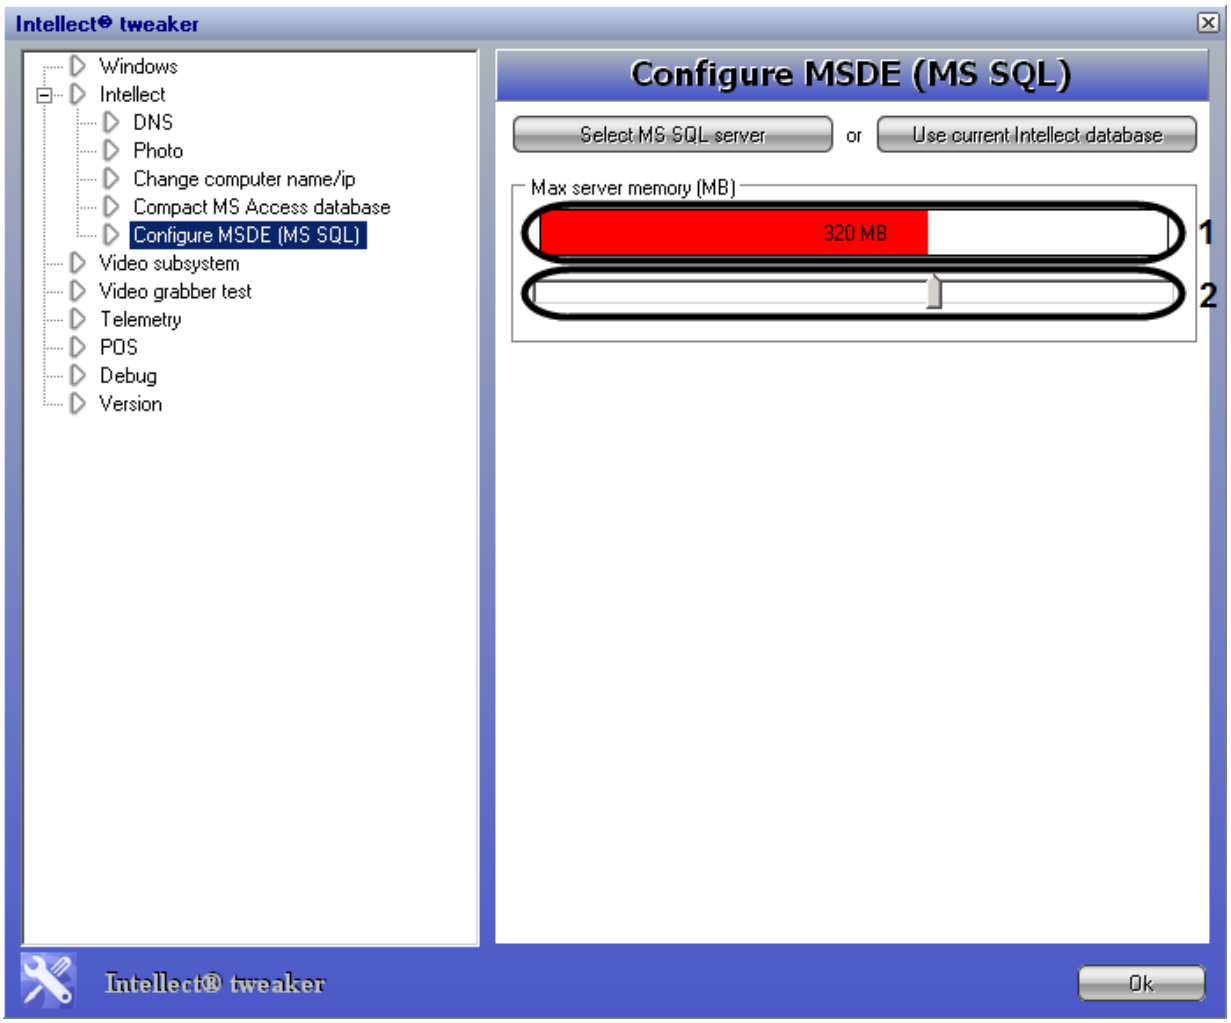

Figure 12.3-23. Current memory usage by the selected database
The Max Server Memory (MB) group will display the amount of space allocated for the selected database (Figure 12.3-23, 1).
e. Drag the slider to a position representing the required amount of memory to be allocated for the SQL server (Figure 12.3-23, 2).